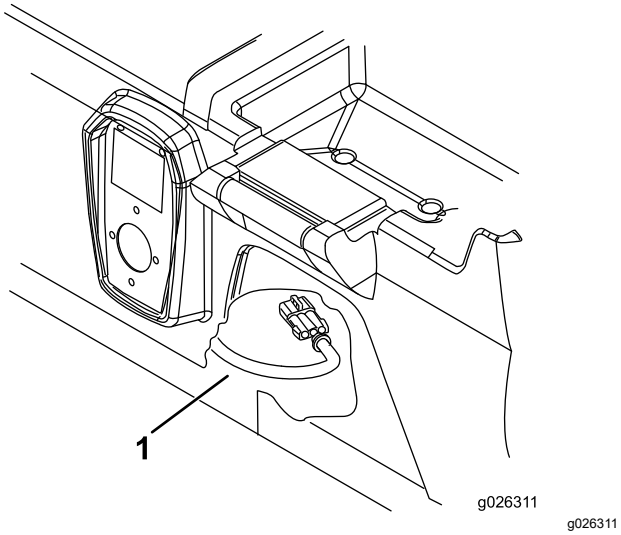

Figuur 3
1. Koppel de connector van de laderkabelboom onder de stoelbasis los (Figuur 3).